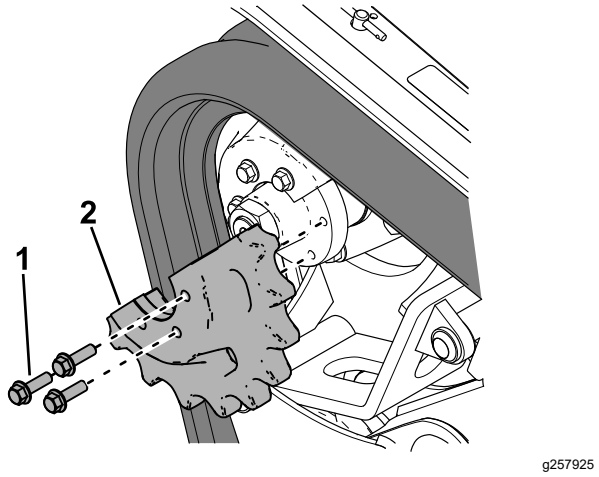

**Figura 62**
19. Aplique sellador de roscas en los pernos de la mitad del piñón de arrastre que retiró e instale la mitad del piñón (Figura 62). Apriete los pernos a entre 95 y 115 N·m.